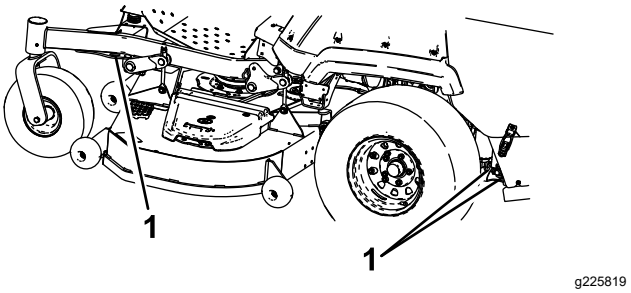

Figura 32
6. Prenda a máquina perto das rodas giratórias frontais e estrutura traseira com correias, correntes, cabos ou cordas (Figura 32). Consulte as diretrizes locais relativas a requisitos de dispositivos de fixação.